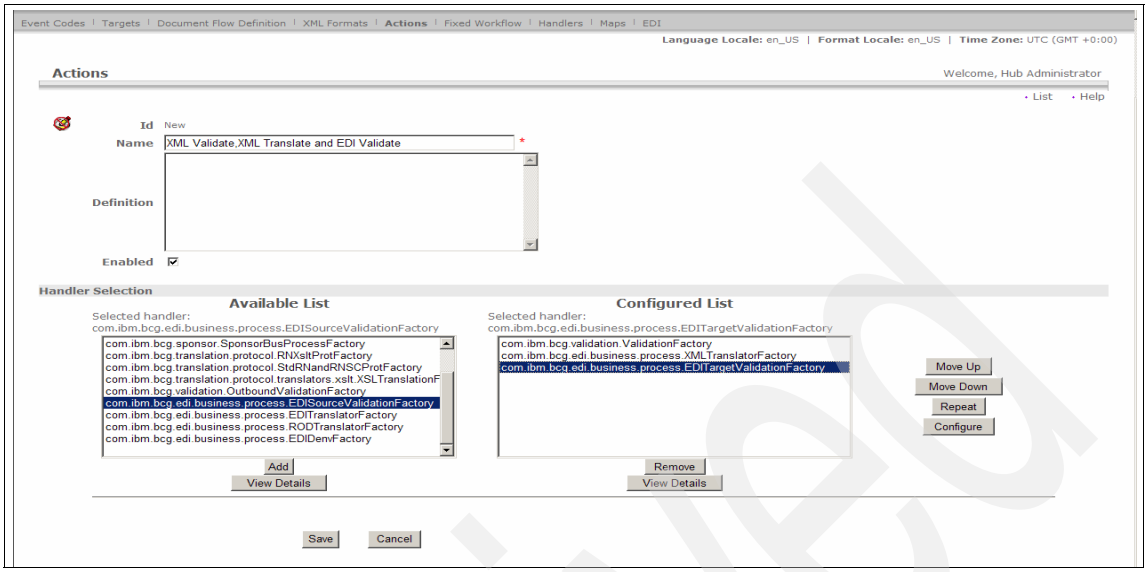

Figure 19-16 Creating the new action XML Validate,XMI Translate and EDI Validate
4. Select the following handlers one by one from the **Available List** and add them to the **Configured List** by clicking **ADD** (as shown in Figure 19-16 on page 645)
> **Important:** Make sure that the order of the Handlers is restored correctly as shown in the Figure 19-16 on page 645. When the Action is invoked, it will try to execute the handlers in the order of the Configured List. For this reason, the order of the handlers should be maintained properly.